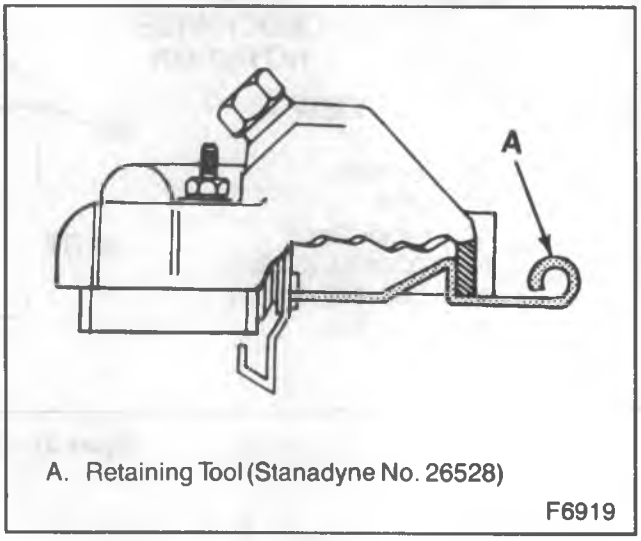

Figure 23—Shutdown Solenoid Retaining Tool
- Install Stanadyne tool No. 26528 (or equivalent) to the cover (figure 23).